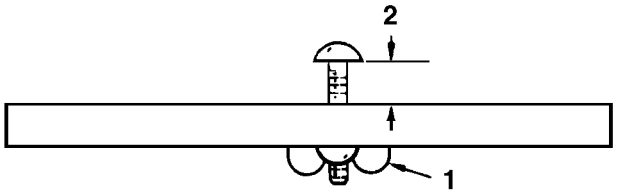

Fig. 5
- Løsn målestangens låsemøtrik og justér skruen for at indstille målet mellem undersiden af skruehovedet og målestangen for den ønskede klippehøjde (Fig. 5). Stram låsemøtrikken for at